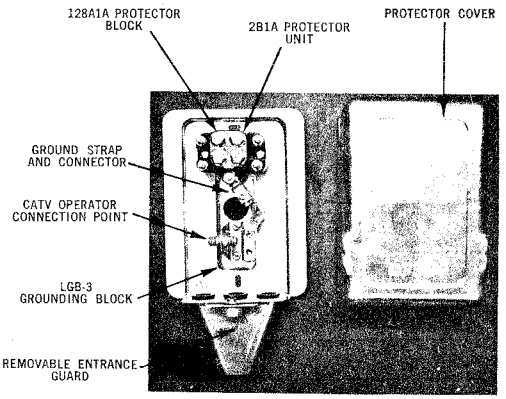

Fig. 5 — Protector QPL3A
2.06 *The QPL3A Protector* is an outside wall mounted protector (Fig. 5) consisting of a 128A1A-2 Two Station Protector and a coaxial